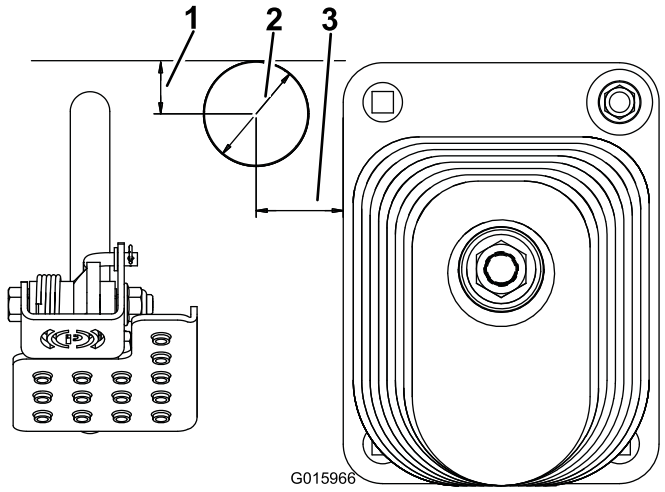

Figur 4
2. Bruk målene i Figur 4, finn, merk og bor et hull på 51 mm diameter i gulvplaten.